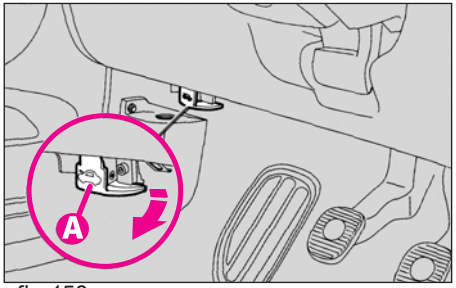

fig.158
- trageți maneta (**A-fig. 158**) până când se aude clicul de deschidere a capotei.